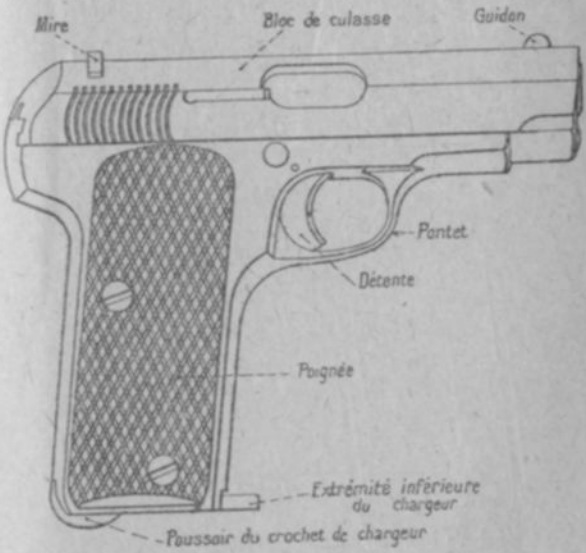

Fig. 1. — Pistolet type Ruby, côté droit.
1. Pour l'étude de la nomenclature, le pistolet type Ruby (fig. 1 et 2) peut se décomposer en quatre parties principales :